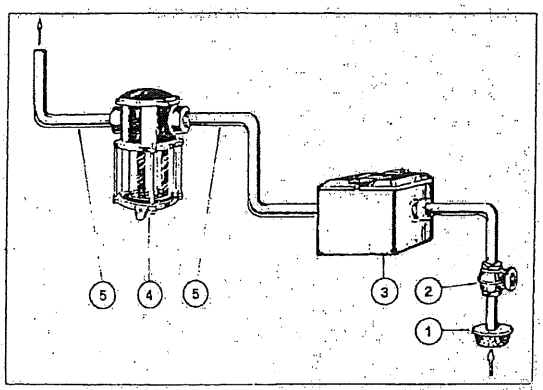
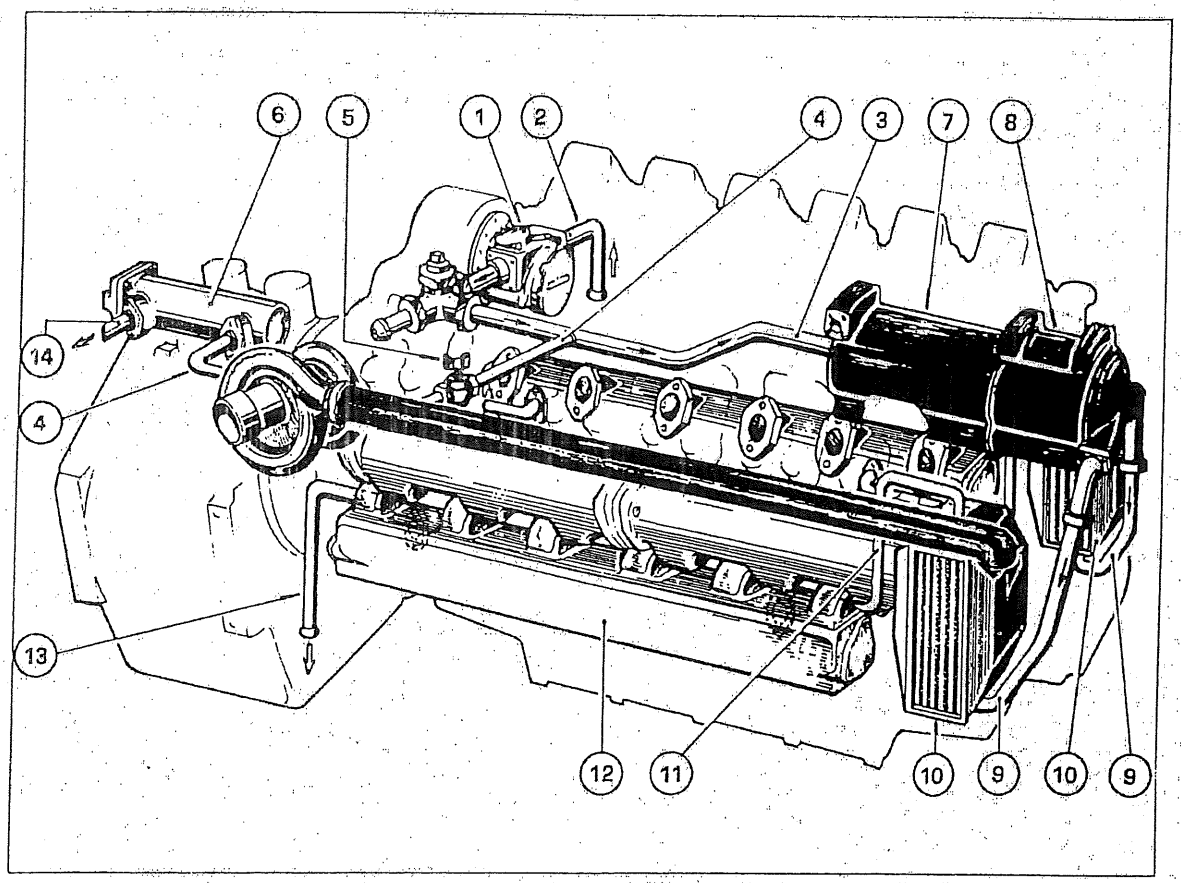

Fig. 28 - 1) Filtro presa a mare - 2) Saracinesca - 3) Cassa fanghi - 4) Filtro - 5) Tubazioni
Fig. 29
N.B.: In fig. 29 è rappresentato il motore dotato di intercooling.
Il circuito provvede al raffreddamento del refrigerante motore, e, **nei motori sovralimentati (T.I.) Fig. 29 all'abbassamento della temperatura dell'aria inviata nei cilindri.** "L'acqua di mare", spinta dalla pompa 1, attraversa lo scambiatore di calore, i radiatori acqua-aria (Serie T.I. 1300) ed esce dai collettori di scarico. Prevedere sull'aspirazione un depuratore a rete (filtro), cassa fanghi, saracinesca come indicato in Fig. 28. Questi dispositivi proteggeranno il sistema di raffreddamento dai danni dovuti ad occlusioni, corpi estranei o circolazione di sostanze abrasive.
Qualora il motore sia impiegato in zone portuali o in località con acque a forte concentrazione di impurità in sospensione, è indispensabile che a monte del filtro (fig. 28 - 4) in aspirazione venga inserito un decantatore (cassa fanghi), (Fig. 28 - 5) posto il più possibile vicino allo scafo.
Collocare i tubi di aspirazione e scarico acque nelle posizioni - 2.13.14 - indicate in fig. 29.